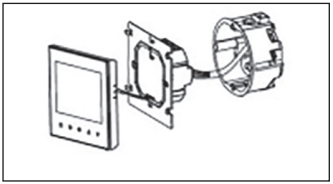

Рисунок 3
6.3.1. Отсоедините переднюю панель от монтажной пластины с клеммной колодкой — для этого слегка потяните и сдвиньте вниз тыльную часть устройства, тогда крючки металлической монтажной пластины выйдут из пазов передней панели термостата и устройство можно будет разъединить на две части, предоставив доступ к крепежным отверстиям монтажной пластины *(рисунок 3)*.